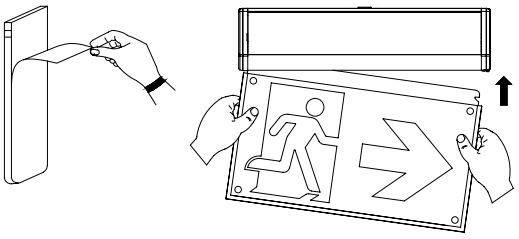

Fig. 5
8. Peel off protection films from the pictograms. Insert the pictogram panel into the main body assembly gently. Notice that the arrow direction needs to match the direction of the escape route. Change the pictogram if the exit sign is needed without an arrow (see Fig.5).
8. Retirez les films de protection des pictogrammes. Insérez délicatement le panneau à pictogrammes dans le corps principal. Veillez à ce que le sens de la flèche corresponde à celui de l'issue de secours. Remplacez le pictogramme si le panneau de sortie doit être utilisé sans flèche (voir fig. 5).